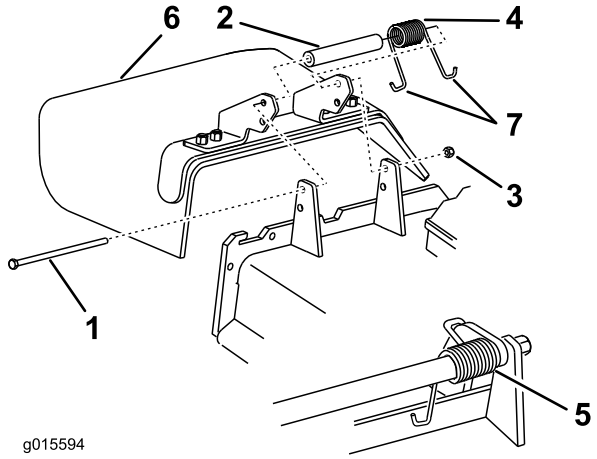

Figur 100
1. Ta bort låsmuttern, skruven, fjädern och distansbrickan som håller fast gräsriktaren på tappfästena (Figur 100). Ta bort den skadade eller slitna gräsriktaren.
Obs: Se till att fjäderns ena **J**-ände sitter bakom däckkanten innan du monterar bulten enligt Figur 100.
3. Montera bulten och muttern. Placera fjäderns ena **J**-formade ände runt gräsriktaren (Figur 100).